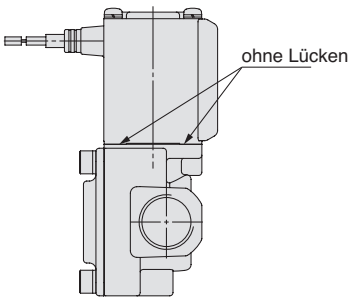
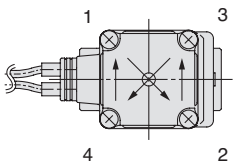

Abb. 1
Abb. 2
2) Die Spule gegen das Gehäuse drücken und die Schrauben diagonal um mind. 2 Umdrehungen fest ziehen (Abb. 2), so dass keine Lücken zwischen der Spule und dem Gehäuse vorhanden sind (Abb. 1).
∗ Nach dem Festziehen der Schrauben sicherstellen, dass keine Lücken zwischen der Spule und dem Gehäuse vorhanden sind (Abb. 1).